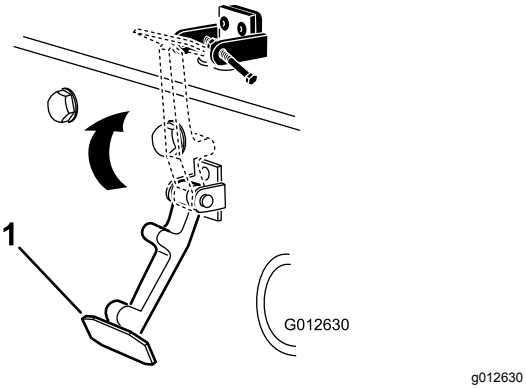

**Figur 5**
6. Sæt låsen fast på hjelmlåsebeslaget (Figur 5).